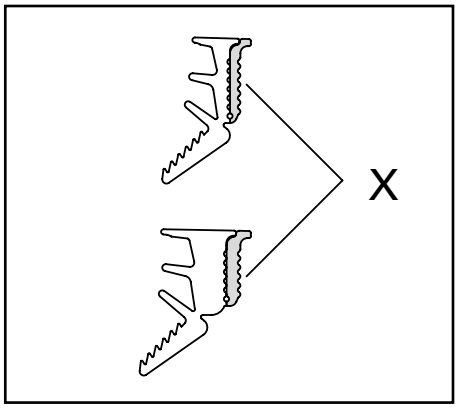

Abb. 25 / Fig. 25 / Fig. 25
- Je nach Fugenbreite Zusatzlappen X vorgängig abreissen (Abb. 25).
- En fonction de la largeur du jeu, découper précédemment la lèvre complémentaire X (fig. 25).
- Depending on the gap width, tear off additional lip X in advance (fig. 25).